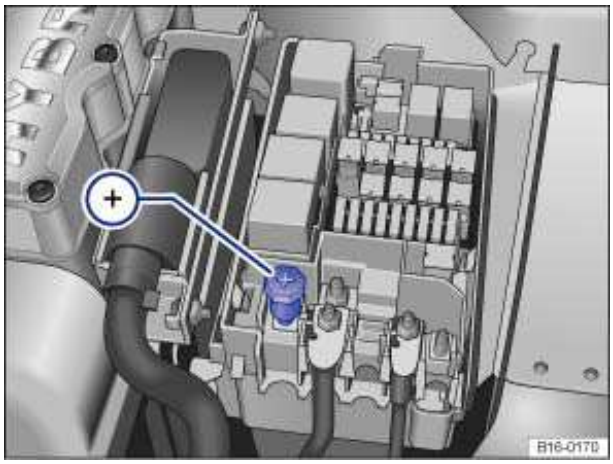

Fig. 182 In the engine compartment: Positive jump-start terminal +.
The positive jump-start terminal is in the engine compartment ⇒ fig. 182 (+). The vehicle can only jump-start other vehicles or be jump-started itself by using this terminal.
3. Attach one end of the *red* jumper cable to the **positive jump-start terminal** in the engine compartment ⇒ fig. 182 (+) ⇒ ⚠.
4. Attach the other end of the *red* jumper cable to the **positive terminal** (+) of the good battery (booster battery): (2).
5. Attach one end of the *black* jumper cable to the **negative terminal** (-) of the booster battery: (2) .
6. Attach the other end of the *black* jumper cable (3) to **a bare metal part of the vehicle with the dead battery**. This part should be connected directly to the engine block. You may also attach the cable to the engine block itself or to the towing eye installed on the front of the vehicle . Attach the clamp to a point that is as far away as possible from the dead battery (1) ⇒ ⚠.